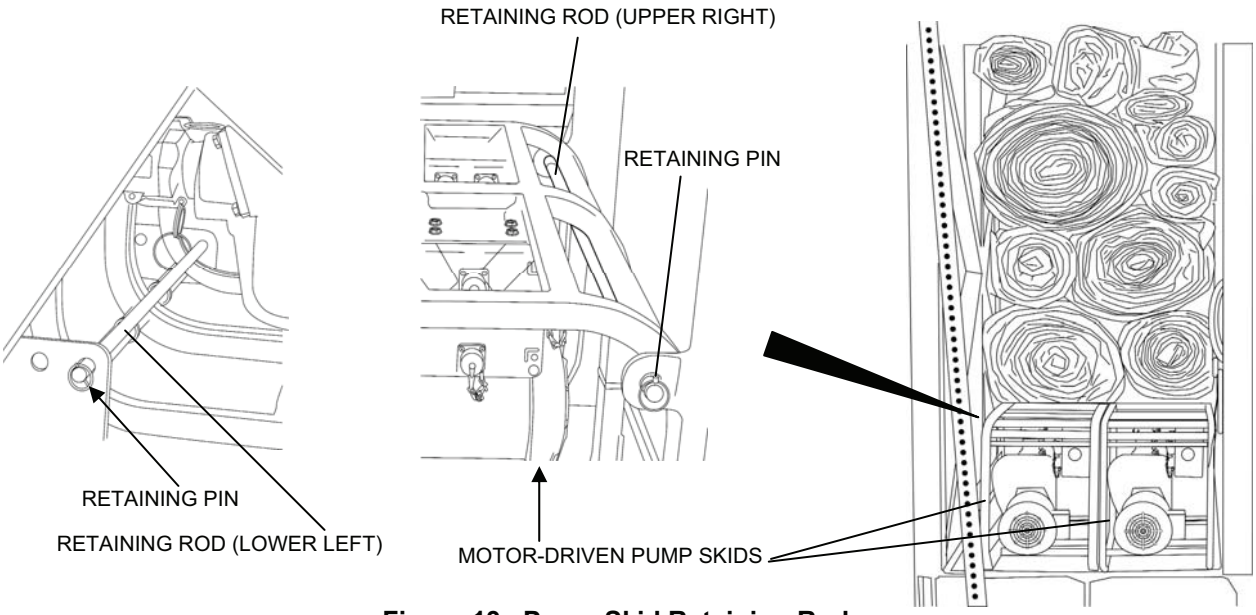

Figure 13. Pump Skid Retaining Rods.
11. Install the two long pump skid retaining rods and secure them with the retaining pins (Figure 13).